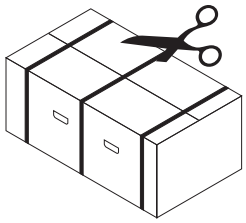

Fig. 30
Method 1 - (Fig. 30 to 33)
a) Remove the outer packaging and literature, and stand the boiler and inner packaging upright. Remove the base tray (Figs. 30, 31 & 32).